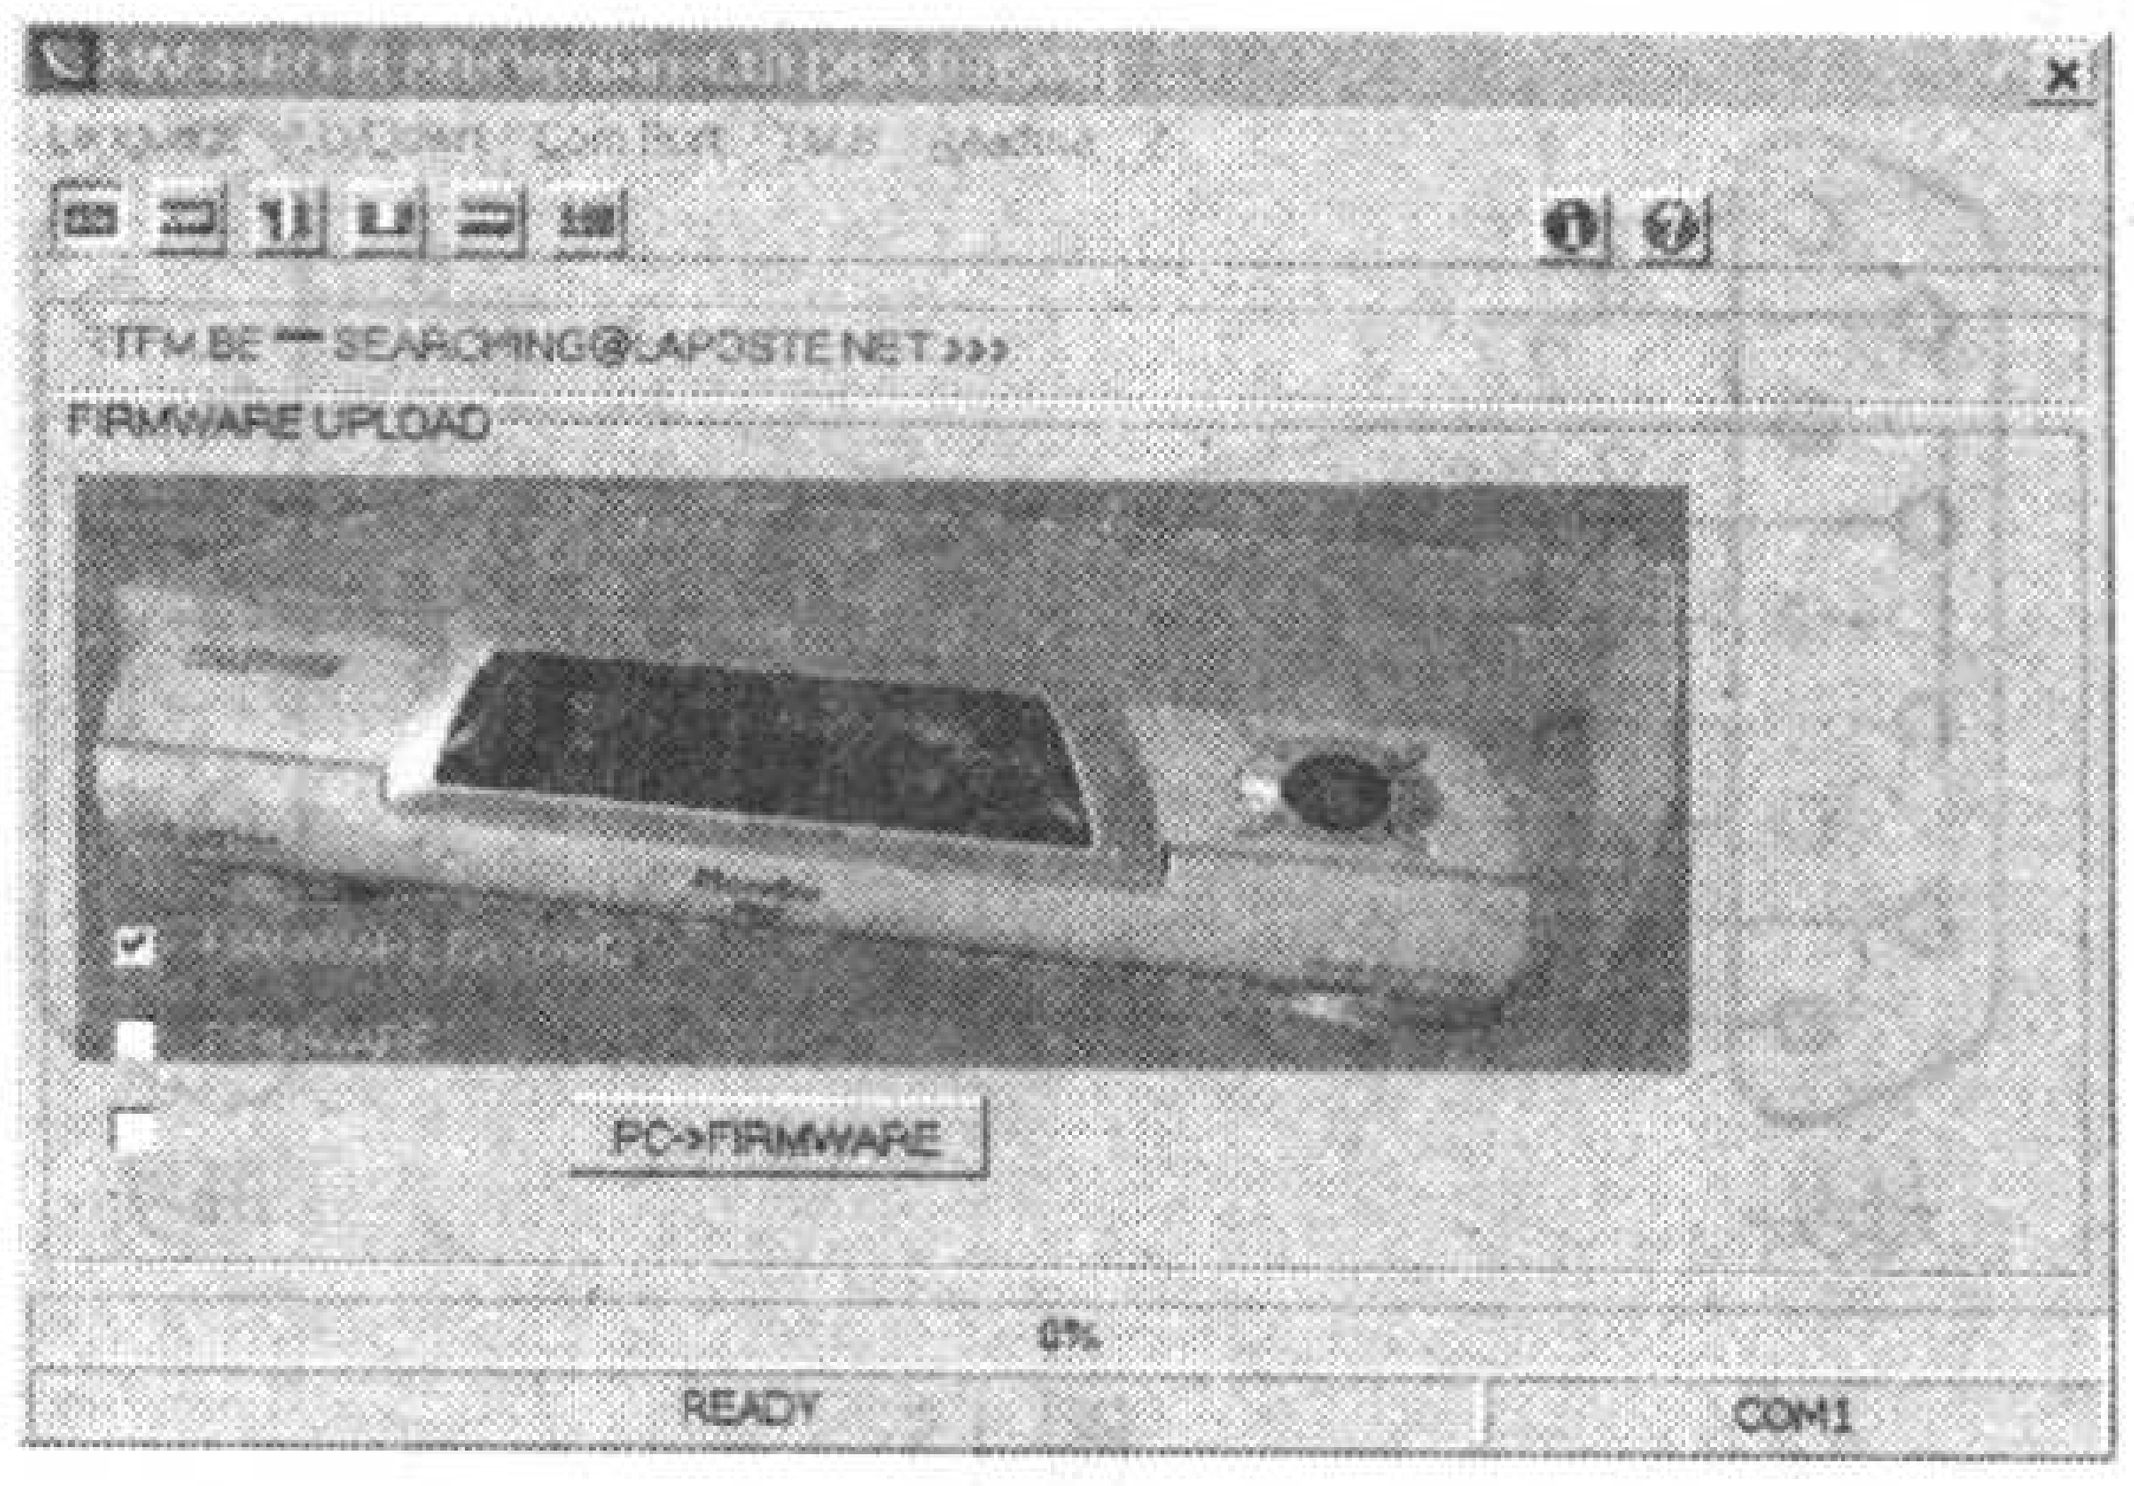

图 22
1. 按图 22 所示,选择 PC－＞Receiver(电脑→接收机),同样在"FIRMWARE FAVORIS"在前框打"√"。